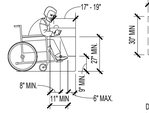

FIGURE 602.5
- B. UNITS SHALL HAVE A CLEAR FLOOR OR GROUND SPACE COMPLYING WITH 305 POSITIONED FOR A FORWARD APPROACH AND CENTERED ON THE UNIT. KNEE AND TOE CLEARANCES MUST COMPLY WITH 306. OPERABLE PARTS SHALL COMPLY WITH 309. (FIG. 602.5)
TAS SECTION 602.5 - SPOUT LOCATION (REFERENCE FIGURE 602.5)